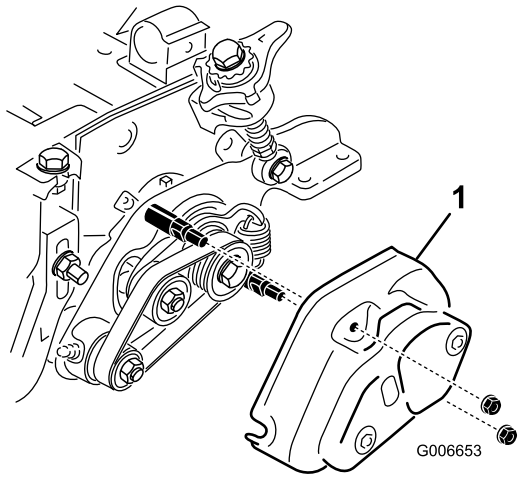

Bild 49
8. Stellen Sie sicher, dass die Muttern an den Groomer- und Rollenbürstenabdeckungen (Bild 49) nicht zu fest angezogen sind.